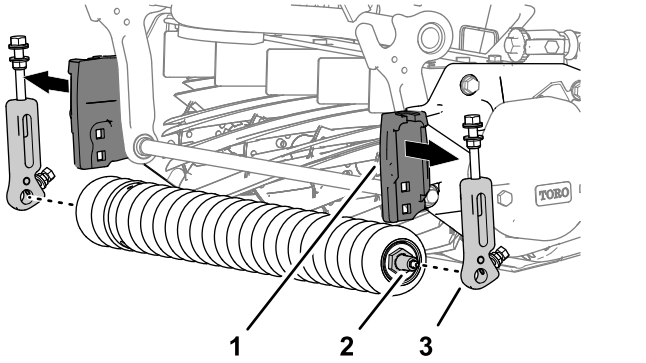

Figura 4
4. Retire el soporte de altura de corte y el rodillo delantero de la unidad de corte (Figura 4).